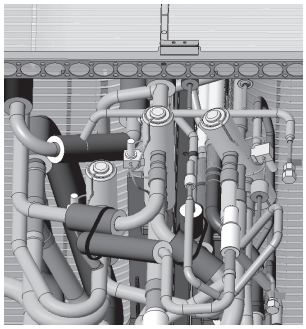

Figure 4
(3) Remove the pipe cover adjacent to four-way valves. (See Figure 4.)